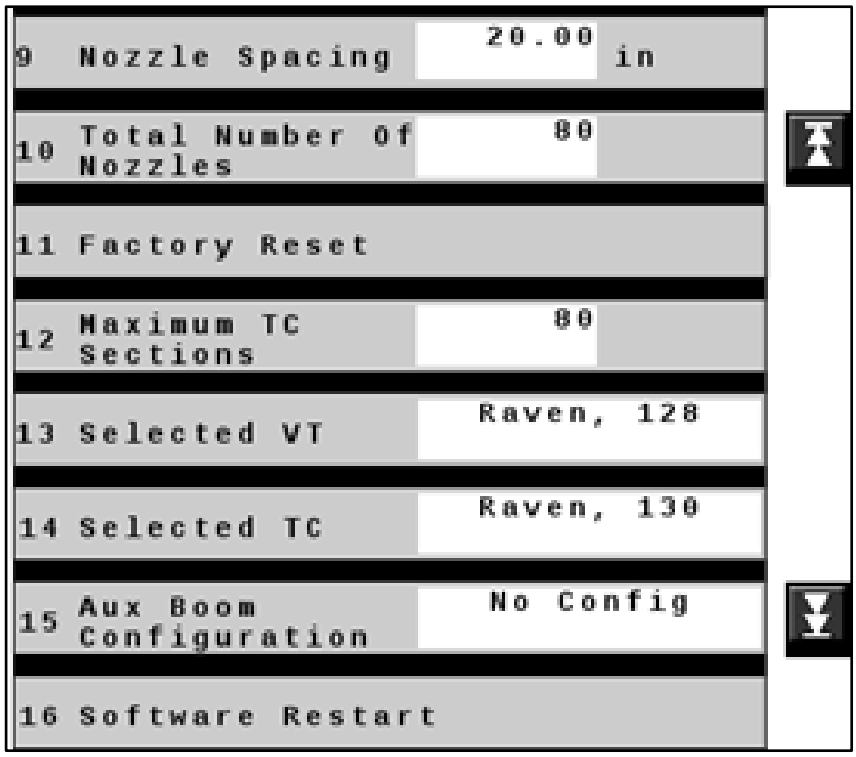

Figure 7 — Configurations Page 2
14. *Figures 7 & 8:* Use the **Scroll Down** icon to view the second and third pages and verify the values on your unit correctly match your machine's specifications. Change values if necessary.